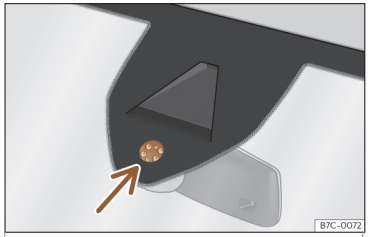

Fig. 93 Superficie sensible del sensor de lluvia.
Las posibles causas de anomalías e interpretaciones erróneas *en la zona de la superficie sensible* ››› **fig. 93** del sensor de lluvia son, entre otras:
- **Limpie regularmente la superficie sensible del sensor de lluvia››› fig. 93 (flecha) y compruebe posibles daños en las escobillas.**